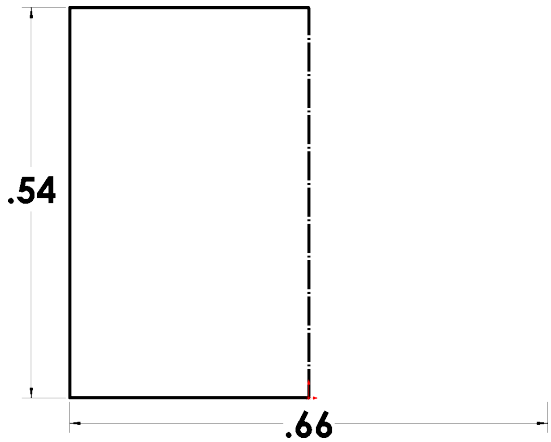

Fig. 4
Step 8. Add dimensions, **Fig. 4**. Dimension **double distance** .66. To double distance dimension, click centerline and then left vertical line, move the cursor below centerline (Origin) and click. Key-in .66 in the Modify box and press ENTER.